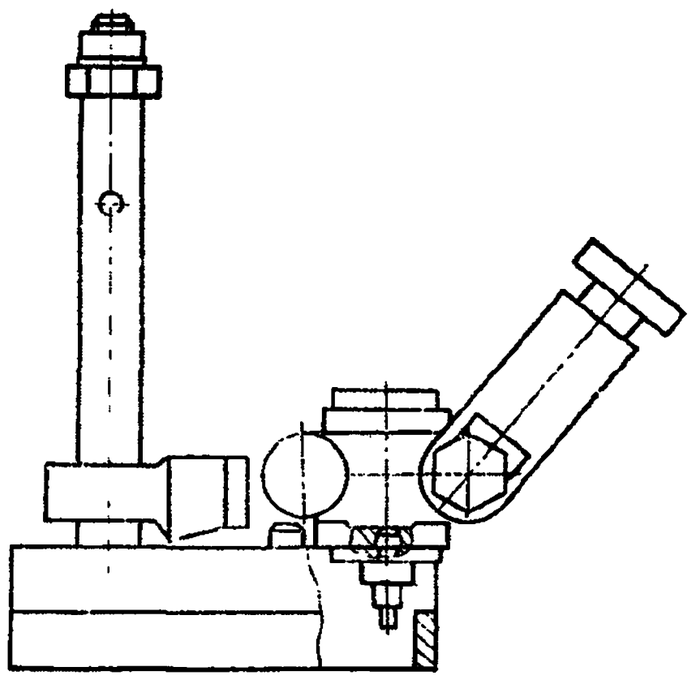

Рис. 89. Установка топливного насоса низкого давления в приспособление И801.20.000 для разборки-сборки
34. Установите топливоподкачивающий насос в приспособление (рис. 89)	Приспособление